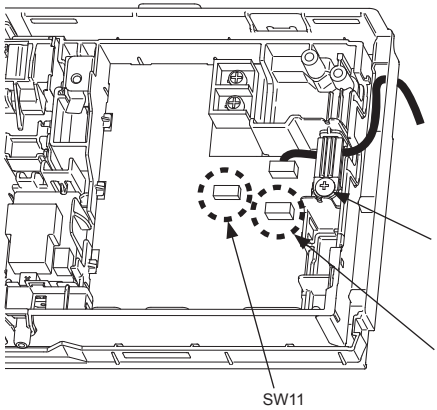

Fig. 10
8) Connectez le câble du CN105 à l'appareil intérieur. (Fig. 10 et Fig. 11)
Remarque : Si une autre interface a déjà été connectée, câblez les appareils dans l'ordre suivant : l'interface existante, Plasma Quad Connect, et l'appareil intérieur. Basculez le DIP_SW après le câblage. (Fig. 10)